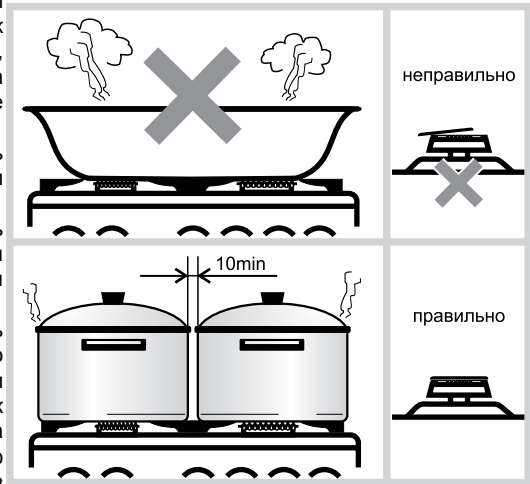

Рис.13
- Размеры посуды (см. таблицу 5 и рис.13) и режим работы горелок нужно выбирать таким образом, чтобы пламя не выходило за края и не «лизало» боковые стенки.